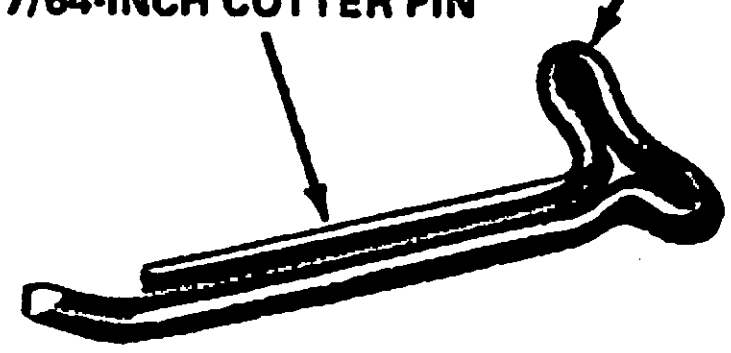

Fig. 1B-92 Fabricated Upper Main Bearing Removal Tool
(1) Drain engine oil.
(2) Remove oil pan.
(3) Remove main bearing cap and insert.
(4) Remove lower insert from bearing cap.
(5) Loosen other bearing caps and insert small cotter pin in crankshaft oil hole. Fabricate cotter pin as illustrated in figure 1B-92.
(6) With cotter pin in place, rotate crankshaft so that upper bearing insert rotates in direction of its locking tab.